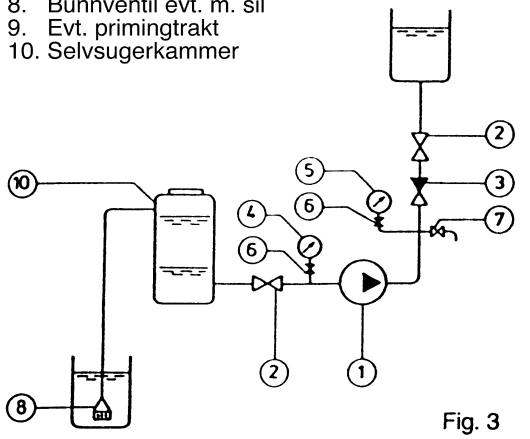

Fig. 3
- Pumpen skal forsynes med selvsugerkammer på sugesiden (fig. 3). Kontakt oss for info.
Alternativt kan installasjonen utføres med selvsugerbeholder (se fig. 3).
Er pumpen installert med selvsugerkammer (fig. 3) fylles denne med væske opp til stussen for sugeledningen.